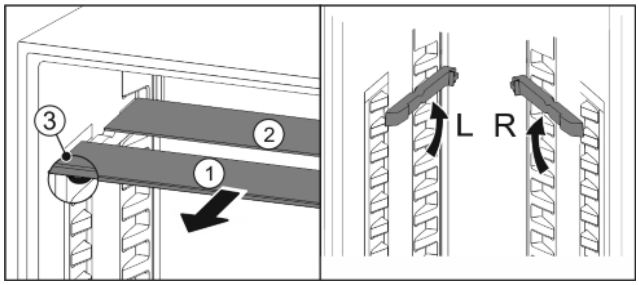

Fig. 22
▶ Pull the glass panels out *Fig. 22 (1)* from the front, one at a time.
▷ Glass panel *Fig. 22 (1)* with pull-out stoppers is at the front.
▷ Stoppers are pointing down *Fig. 22 (3)*.